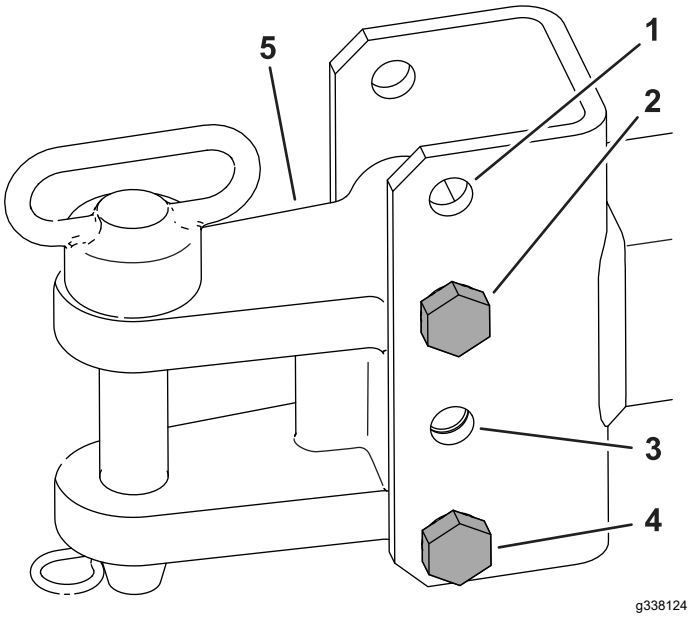

Figur 7
2. Justera transportramens dragkrok uppåt eller nedåt enligt måtten på maskinens dragkrok. Använd lämpliga monteringshål enligt tabellen nedan och i Figur 7.